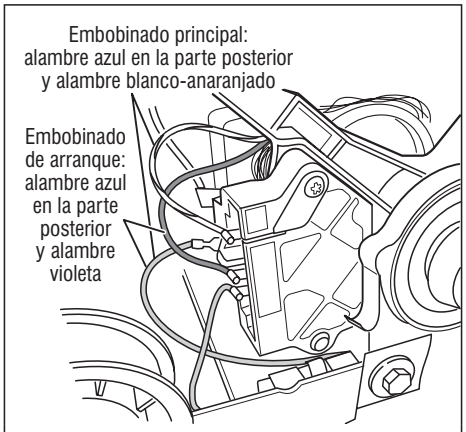

Figura 7 *Puntos de medición de los embobinados principal y de inicio.*
6. Basándose en la figura 7, compruebe los valores de la resistencia de las bobinas principal y de inicio del motor según se muestra en la tabla a continuación.